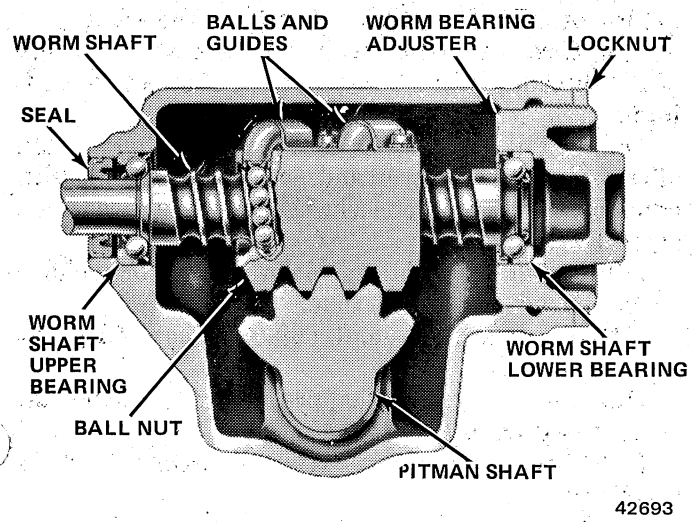

Fig. 2K-1 Recirculating Ball Manual Steering Gear
The manual steering gear used on Jeep vehicles is a recirculating ball design (fig. 2K-1). The steering gear wormshaft and ball nut are in line with the steering shaft in the column. Steering ratio of this unit is 24:1.
(1) Raise vehicle and remove crossmember cover, if equipped.
(2) Check and correct steering gear mounting bolt torque, if necessary.
(3) Mark pitman arm and steering gear pitman shaft for assembly reference.
(4) Remove pitman arm nut and remove pitman arm using Puller J-6632 (fig. 2K-2).
(5) Loosen pitman adjusting screw locknut and back off adjusting screw 2 or 3 turns.
(6) Remove horn button and cover.
(7) Slowly turn steering wheel in one direction until stopped by gear; then turn wheel back 1/2 turn.